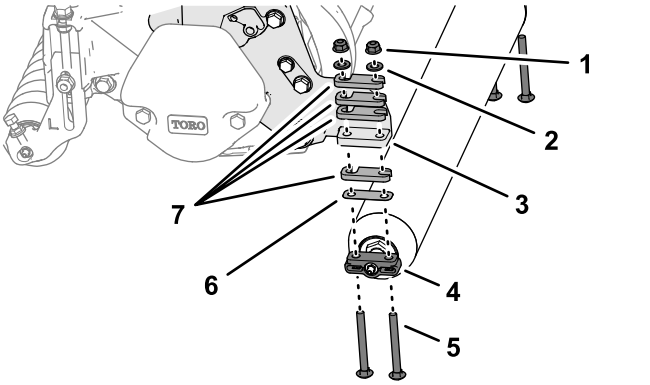

Рисунок 12
1. Отверните 4 фланцевые контргайки, снимите 4 шайбы и 4 каретных болта, которые крепят задний валик и регулировочные прокладки к фланцу боковой пластины (Рисунок 12).